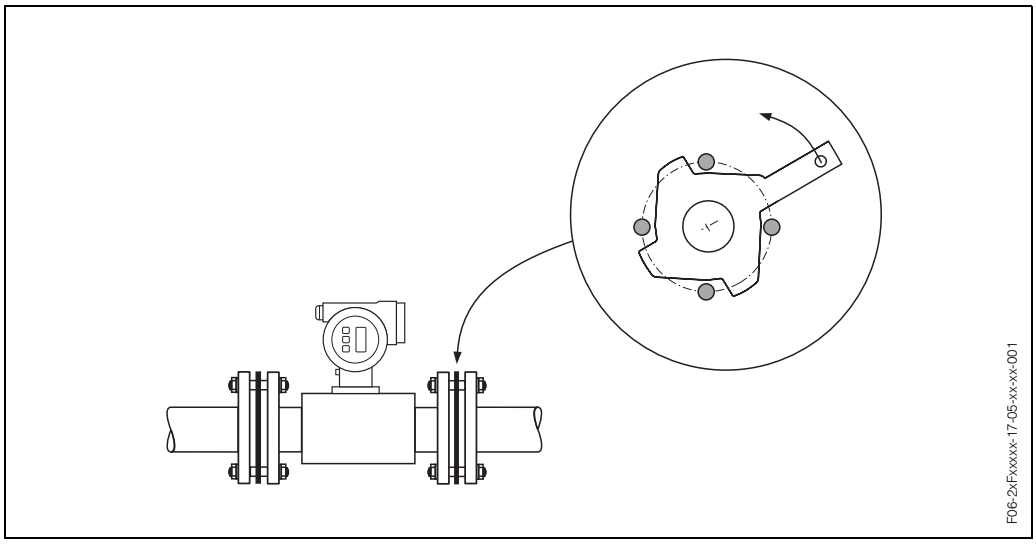

Fig. 14: Montagem com discos de ligação a terra (Promag P, DN 25…200)
1. Coloque o disco de ligação a terra e o vedante adicional entre o instrumento e a flange do tubo (Fig. 14).
3. Em seguida, rode o disco de ligação a terra como se mostra na Fig. 14 até que o punho embata nos pinos. Esta operação irá centrar o disco de ligação a terra automaticamente.